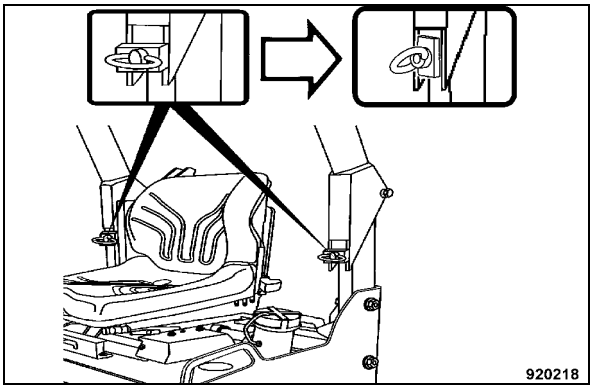

Fig. 111
- Fold down the foldable ROPS[2] for transport. Loosen the eye bolts (Fig. 111) and adjust the clamping plates vertically.